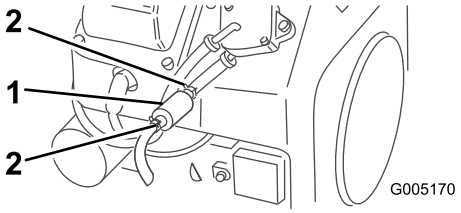

Figure 26
4. Pincez les extrémités des colliers et faites glisser ceux-ci pour les éloigner du filtre (Figure 26).
5. Placez un bac de vidange sous les conduites d'alimentation pour recueillir le carburant qui s'écoule, puis enlevez le filtre des conduites (Figure 26).